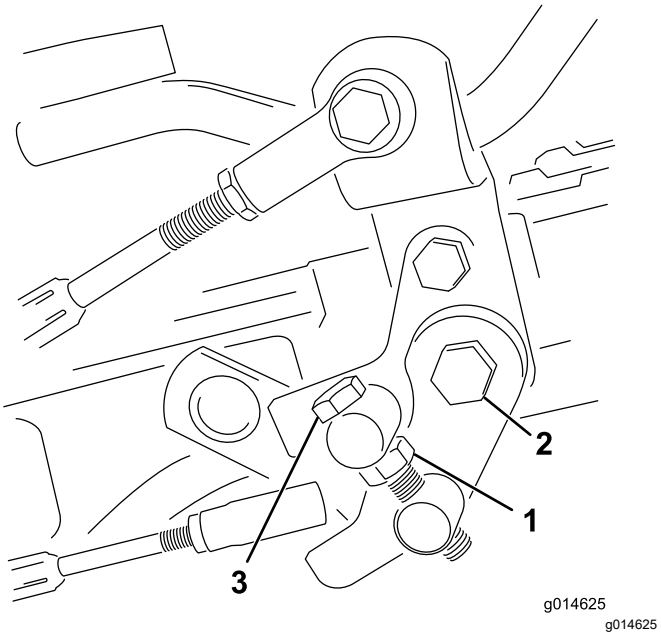

**Figura 45**
1. Allentate il controdado sul bullone di articolazione (Figura 45).
4. Serrate il controdado sul bullone di articolazione e il dado sul perno del pedale per fissare la regolazione (Figura 45). Controllate la messa a punto, e all'occorrenza ripetete la regolazione.